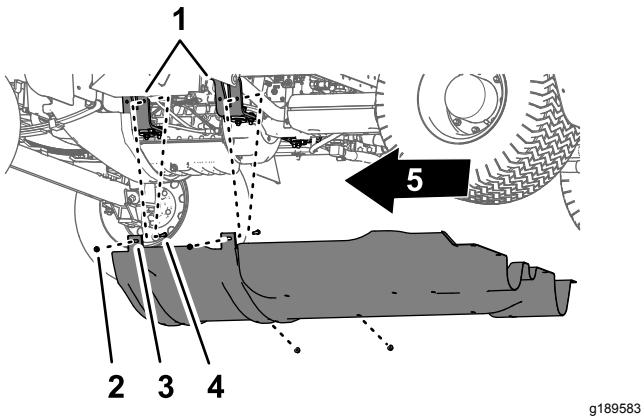

Figur 60
2. Ta bort de fyra flänslåsmuttrarna (5/16 tum) från skruvarna och vagnsskruven som fäster monteringstapparna för underredshöljet på maskinens motormonteringsfästen (Figur 60).
4. Ta bort underredshöljet från maskinen (Figur 59 och Figur 60).
1. Rikta in underredshöljet mot maskinens nedre chassi enligt Figur 60 i Ta bort underredshöljet (sida 50).
2. Flytta underredshöljets monteringstappar över skruvarna och vagnsskruven som sitter vid motorns monteringsfästen. Se Figur 60 i Ta bort underredshöljet (sida 50).
3. Montera underredshöljet på motormonteringsfästena och skruvarna (Figur 60) med de fyra flänslåsmuttrarna (5/16 tum) som du tog bort i steg 2 i Ta bort underredshöljet (sida 50).